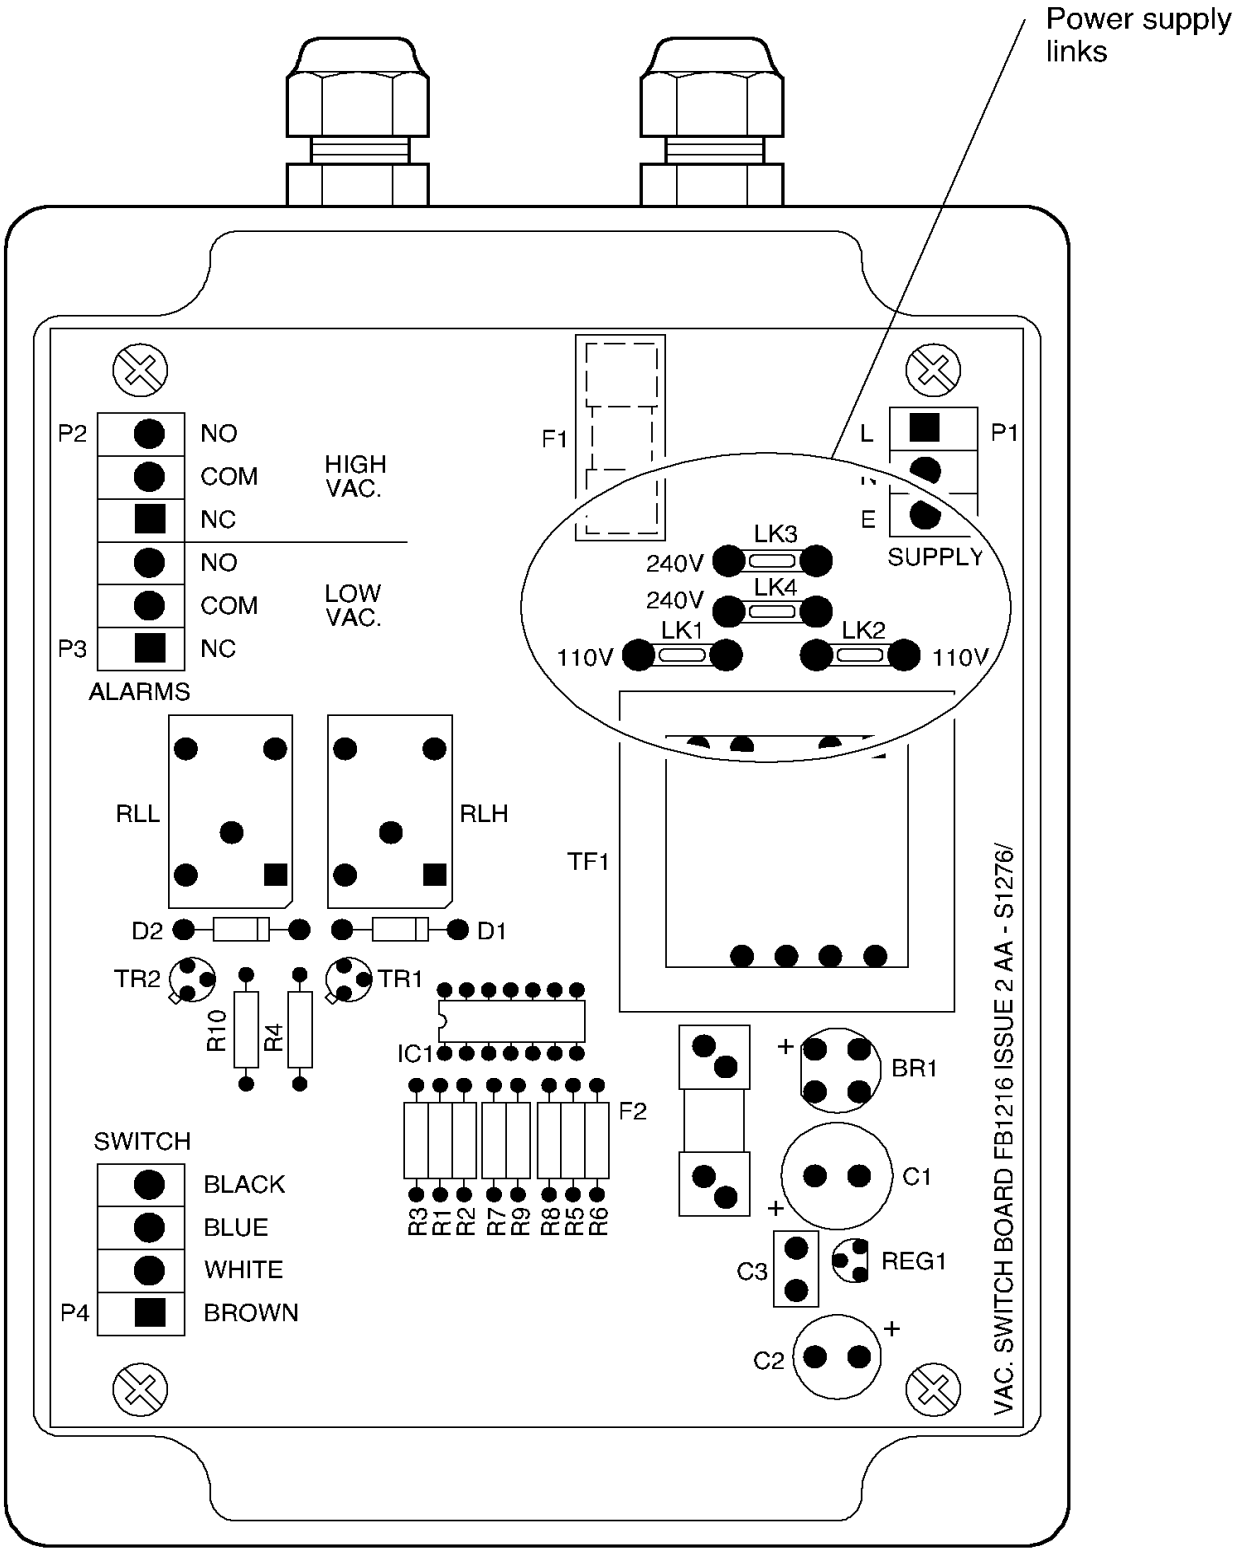

Fig. 3-3 Connections for the Vacuum Alarm Switch Power Supply Box
(3) Locate the two pairs of links into which the two handbag links are to be inserted for the correct voltage (see Table 3-1 above and Fig. 3-3).
(4) Connect the free ends of the lead from the switch in the control valve block to the four terminals in the power supply box under the designation **SWITCH** (see Fig. 3-3). The terminals are indicated by colours which will match the colours or labels of the free end of the lead.
(5) Connect the remote alarm indicators to the six terminals above the designation **ALARMS** . These should be connected for high vacuum or low vacuum and normally open or normally closed as suits the installation.
(6) Ensure that the power supply is switched off and connect up the three terminals above the designation **SUPPLY** .
(7) Replace the front cover, and tighten up the screws securing the cover.
(8) Switch on the electrical supply.
(9) The unit is now ready for commissioning.